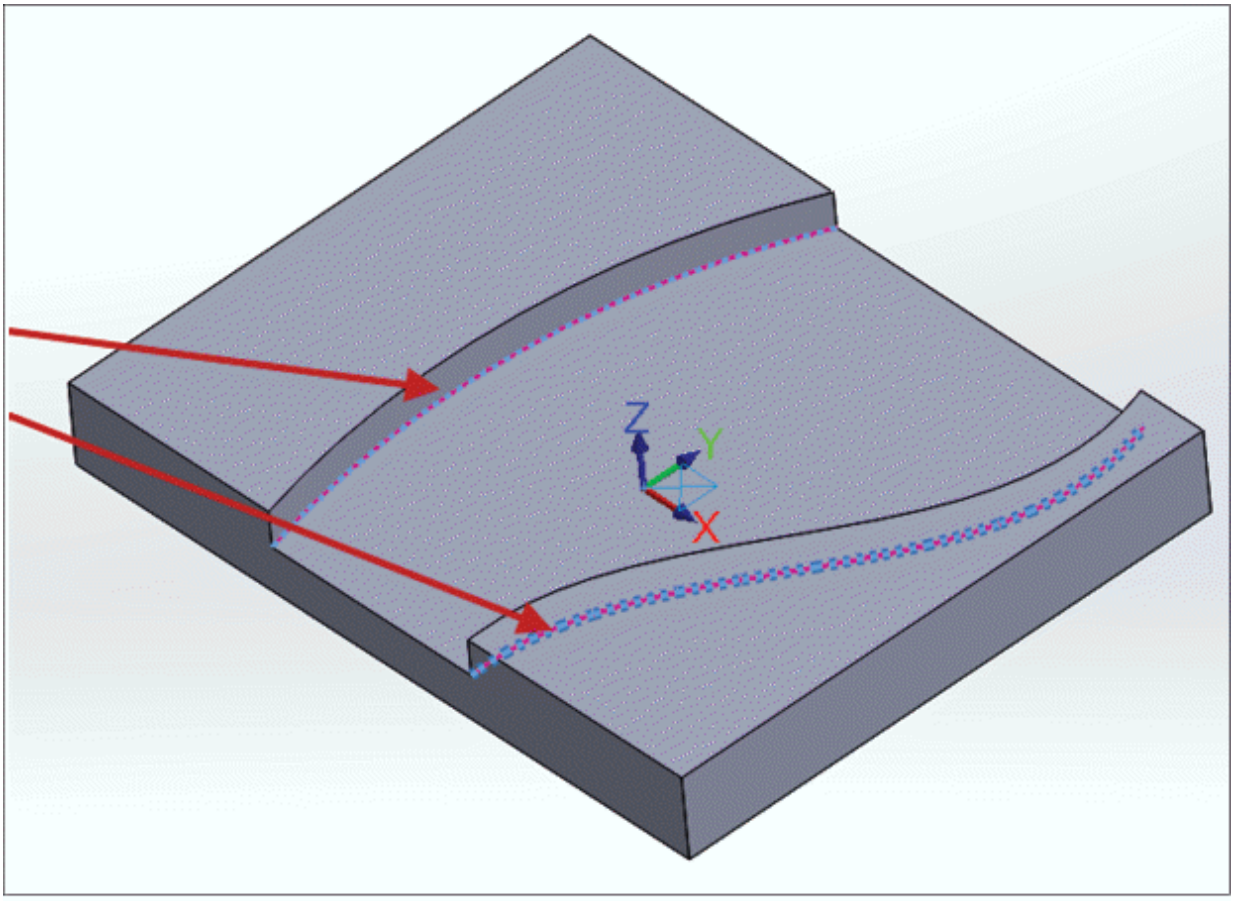

Figure-44. Edges to be selected
- Select the edges of the walls between which you want to perform the peel milling operation; refer to Figure-44.